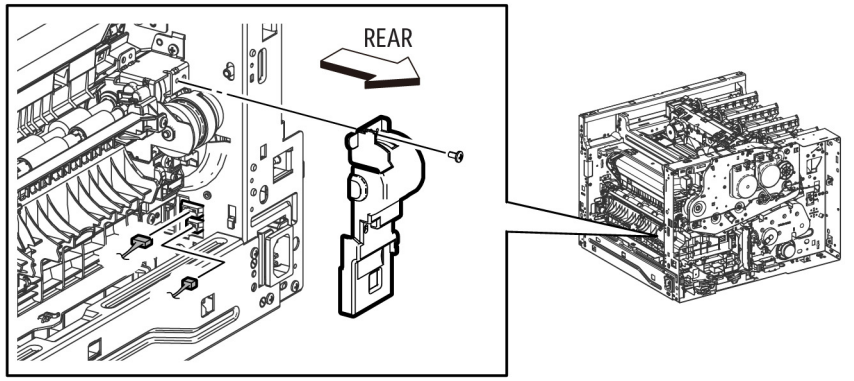

Figure 1 Remove the MCU Harness Guide and Duplex Gear Cover
11. Refer to Figure 1 to remove the one screw (silver, M3x6mm) from the Duplex Gear Cover and remove the cover.
12. Refer to Figure 1 to unplug connectors (P/J541,P/J544) and release the cable from the cable guide.